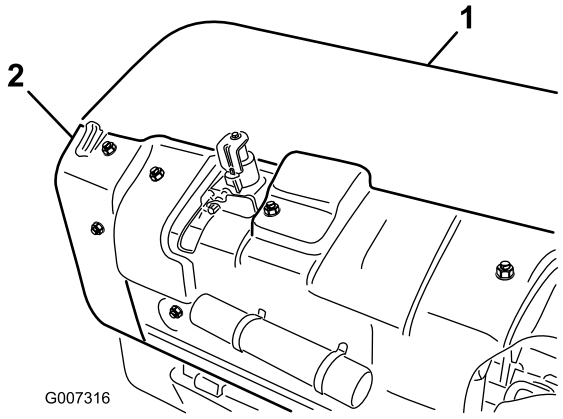

Figur 31
1. Ta bort det bakre luftarhuvudsskyddet (Figur 31).
2. Ta bort skivskyddets fästbultar och ta bort skyddet (Figur 31).